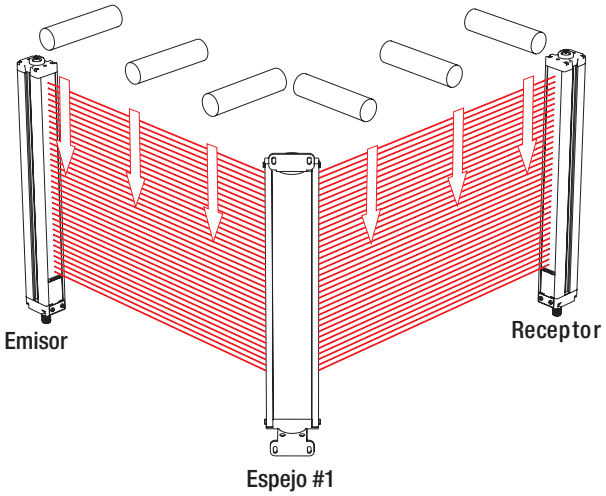

Figura 2. Prueba de disparo del sistema EZ-SCREEN para las aplicaciones con espejos en las esquinas
- *Si se utilizan espejos para las esquinas en la aplicación*, se deben probar los haces de luz en tres lugares en cada tramo del trayecto del haz (entre el emisor y el espejo y también entre el espejo y el receptor, Figura 2).